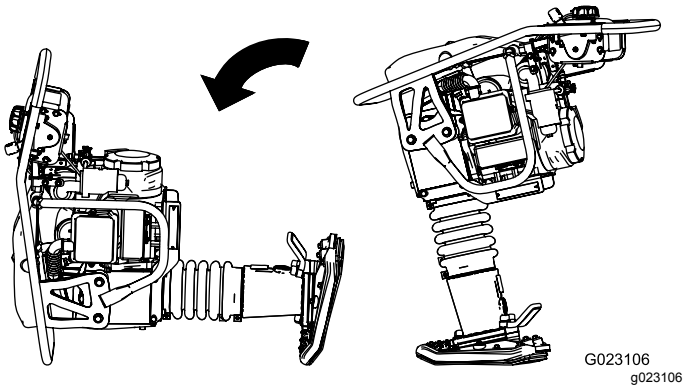

Figure 10
3. Positionnez soigneusement la machine comme montré à la Figure 10, et arrimez-la avec des sangles ou des chaînes pour l'empêcher de bouger ou de se renverser.